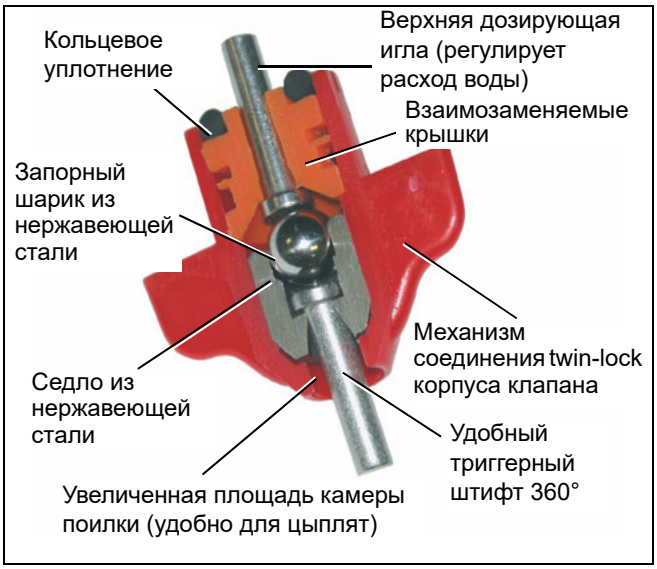
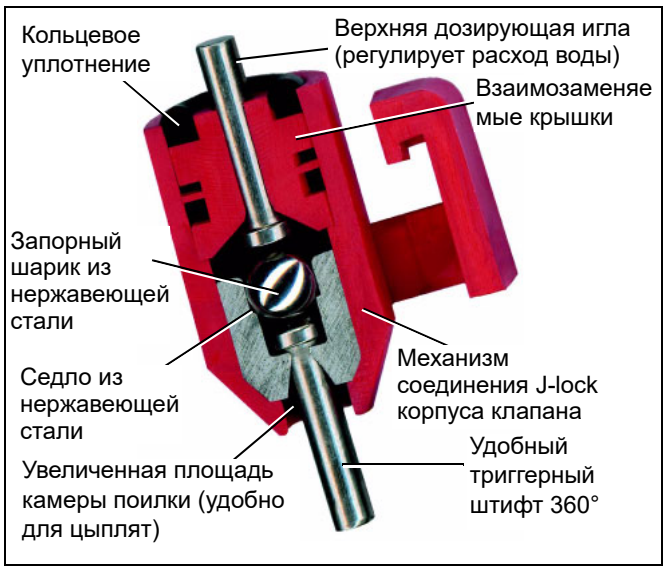

Рисунок 2A *Twin-Lock*
Рисунок 2B *J-Lock*
10. Система Cumberland оснащена трубопроводов ABS со светоизолирующими присадками, которые предотвращают проникновение света (который может способствовать росту водорослей). *(см. рисунок 2A и рис. 2B.)*